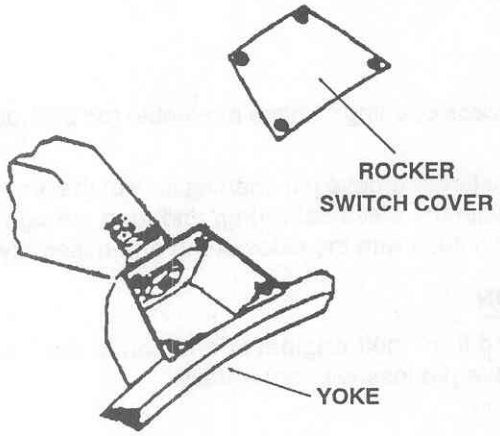
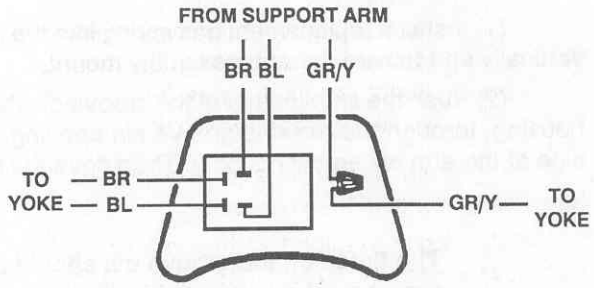

Figure 3-38. Rocker switch.
Figure 3-39. Electrical color-coded wiring.
(4) Position the lighthead for access to the rocker switch cover.
(5) Remove the four Phillips screws fastening the rocker switch cover (fig 3-38).
(6) Remove the cover and set it and the four screws aside.
(7) Ensure that the electrical, color-coded wiring and connections match with the illustration in figure 3-39.
Ensure that the electrical, color-coded wiring and connections match with the illustration shown in figure 3-39.